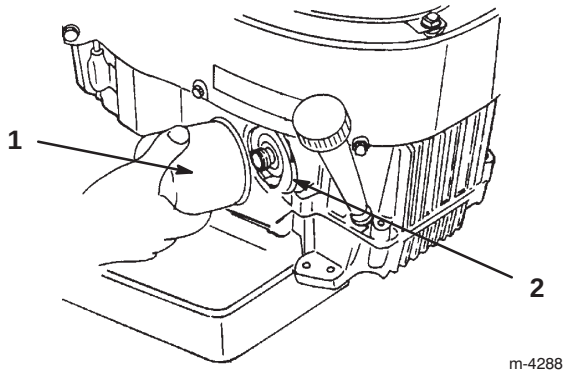

Figure 30
2. Remove the old filter (Fig. 30).
1. Spark-plug (2)
3. Apply a thin coat of new oil to the rubber gasket on the replacement filter (Fig. 30).
4. Install the replacement oil filter to the filter adapter, turn the oil filter clockwise until the rubber gasket contacts the filter adapter, then tighten the filter an additional 3/4 turn (Fig. 30).